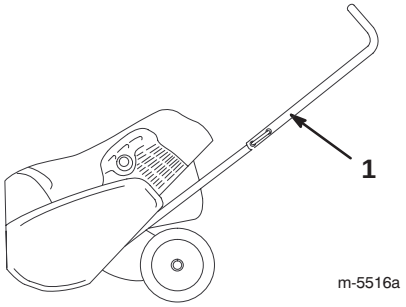

Figur 5
2. Placera det övre handtaget enligt figur 5.